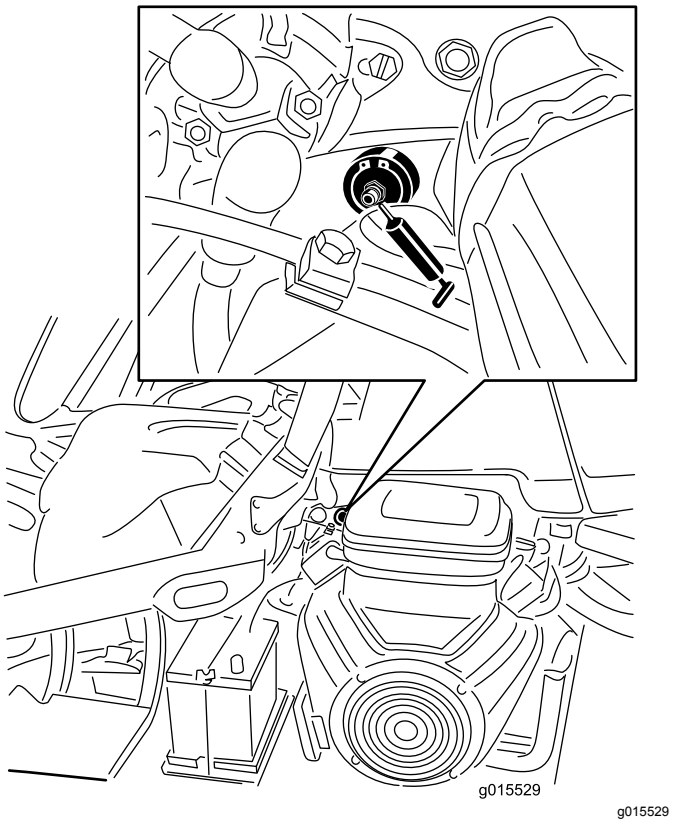

Rysunek 29
1. Wytrzyj smarowniczkę do czysta, tak aby do łożyska ani tulei nie dostały się zanieczyszczenia (Rysunek 29).